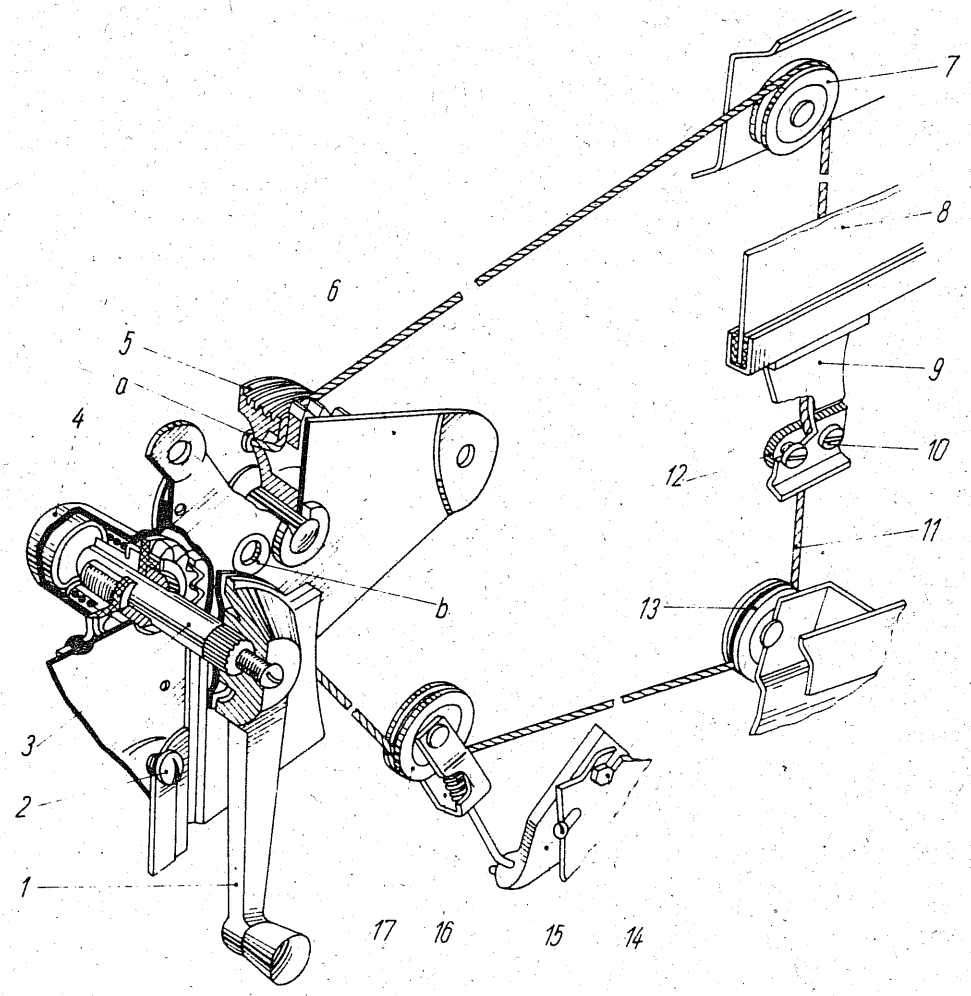

Bild 70
Scheibenheber: Den Scheibenhebermechanismus zeigt Bild 70. Auch Störungen hieran lassen sich mit etwas Geschick selbst beheben. Dabei ist zu beachten, daß das Stehenbleiben der Fensterscheibe in beliebiger Höhe von einer Bremsfeder bewirkt wird, die sich im Innern der Bremsschale (4) befindet. Ihre Kraft wird am Betätigungsgriff (1) geprüft. Sein Leerweg soll am Griffende höchstens 35 mm betragen.